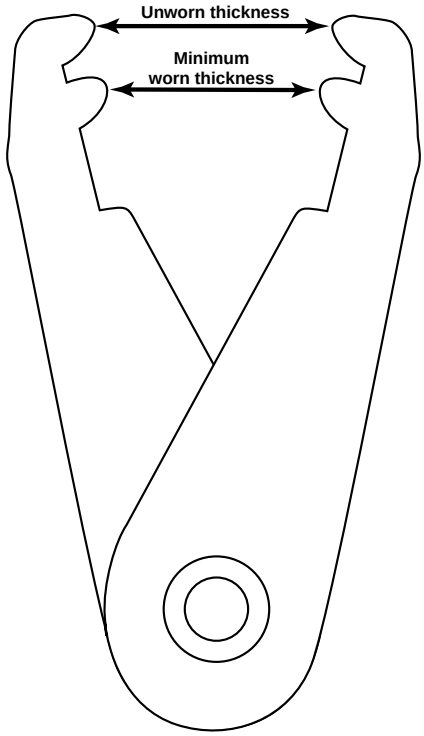

Figure 7-265: Fork Wear Calipers
1. Using “Fork Wear Calipers” (P/N 922-369, Figure 7-265), set the outer-most points of